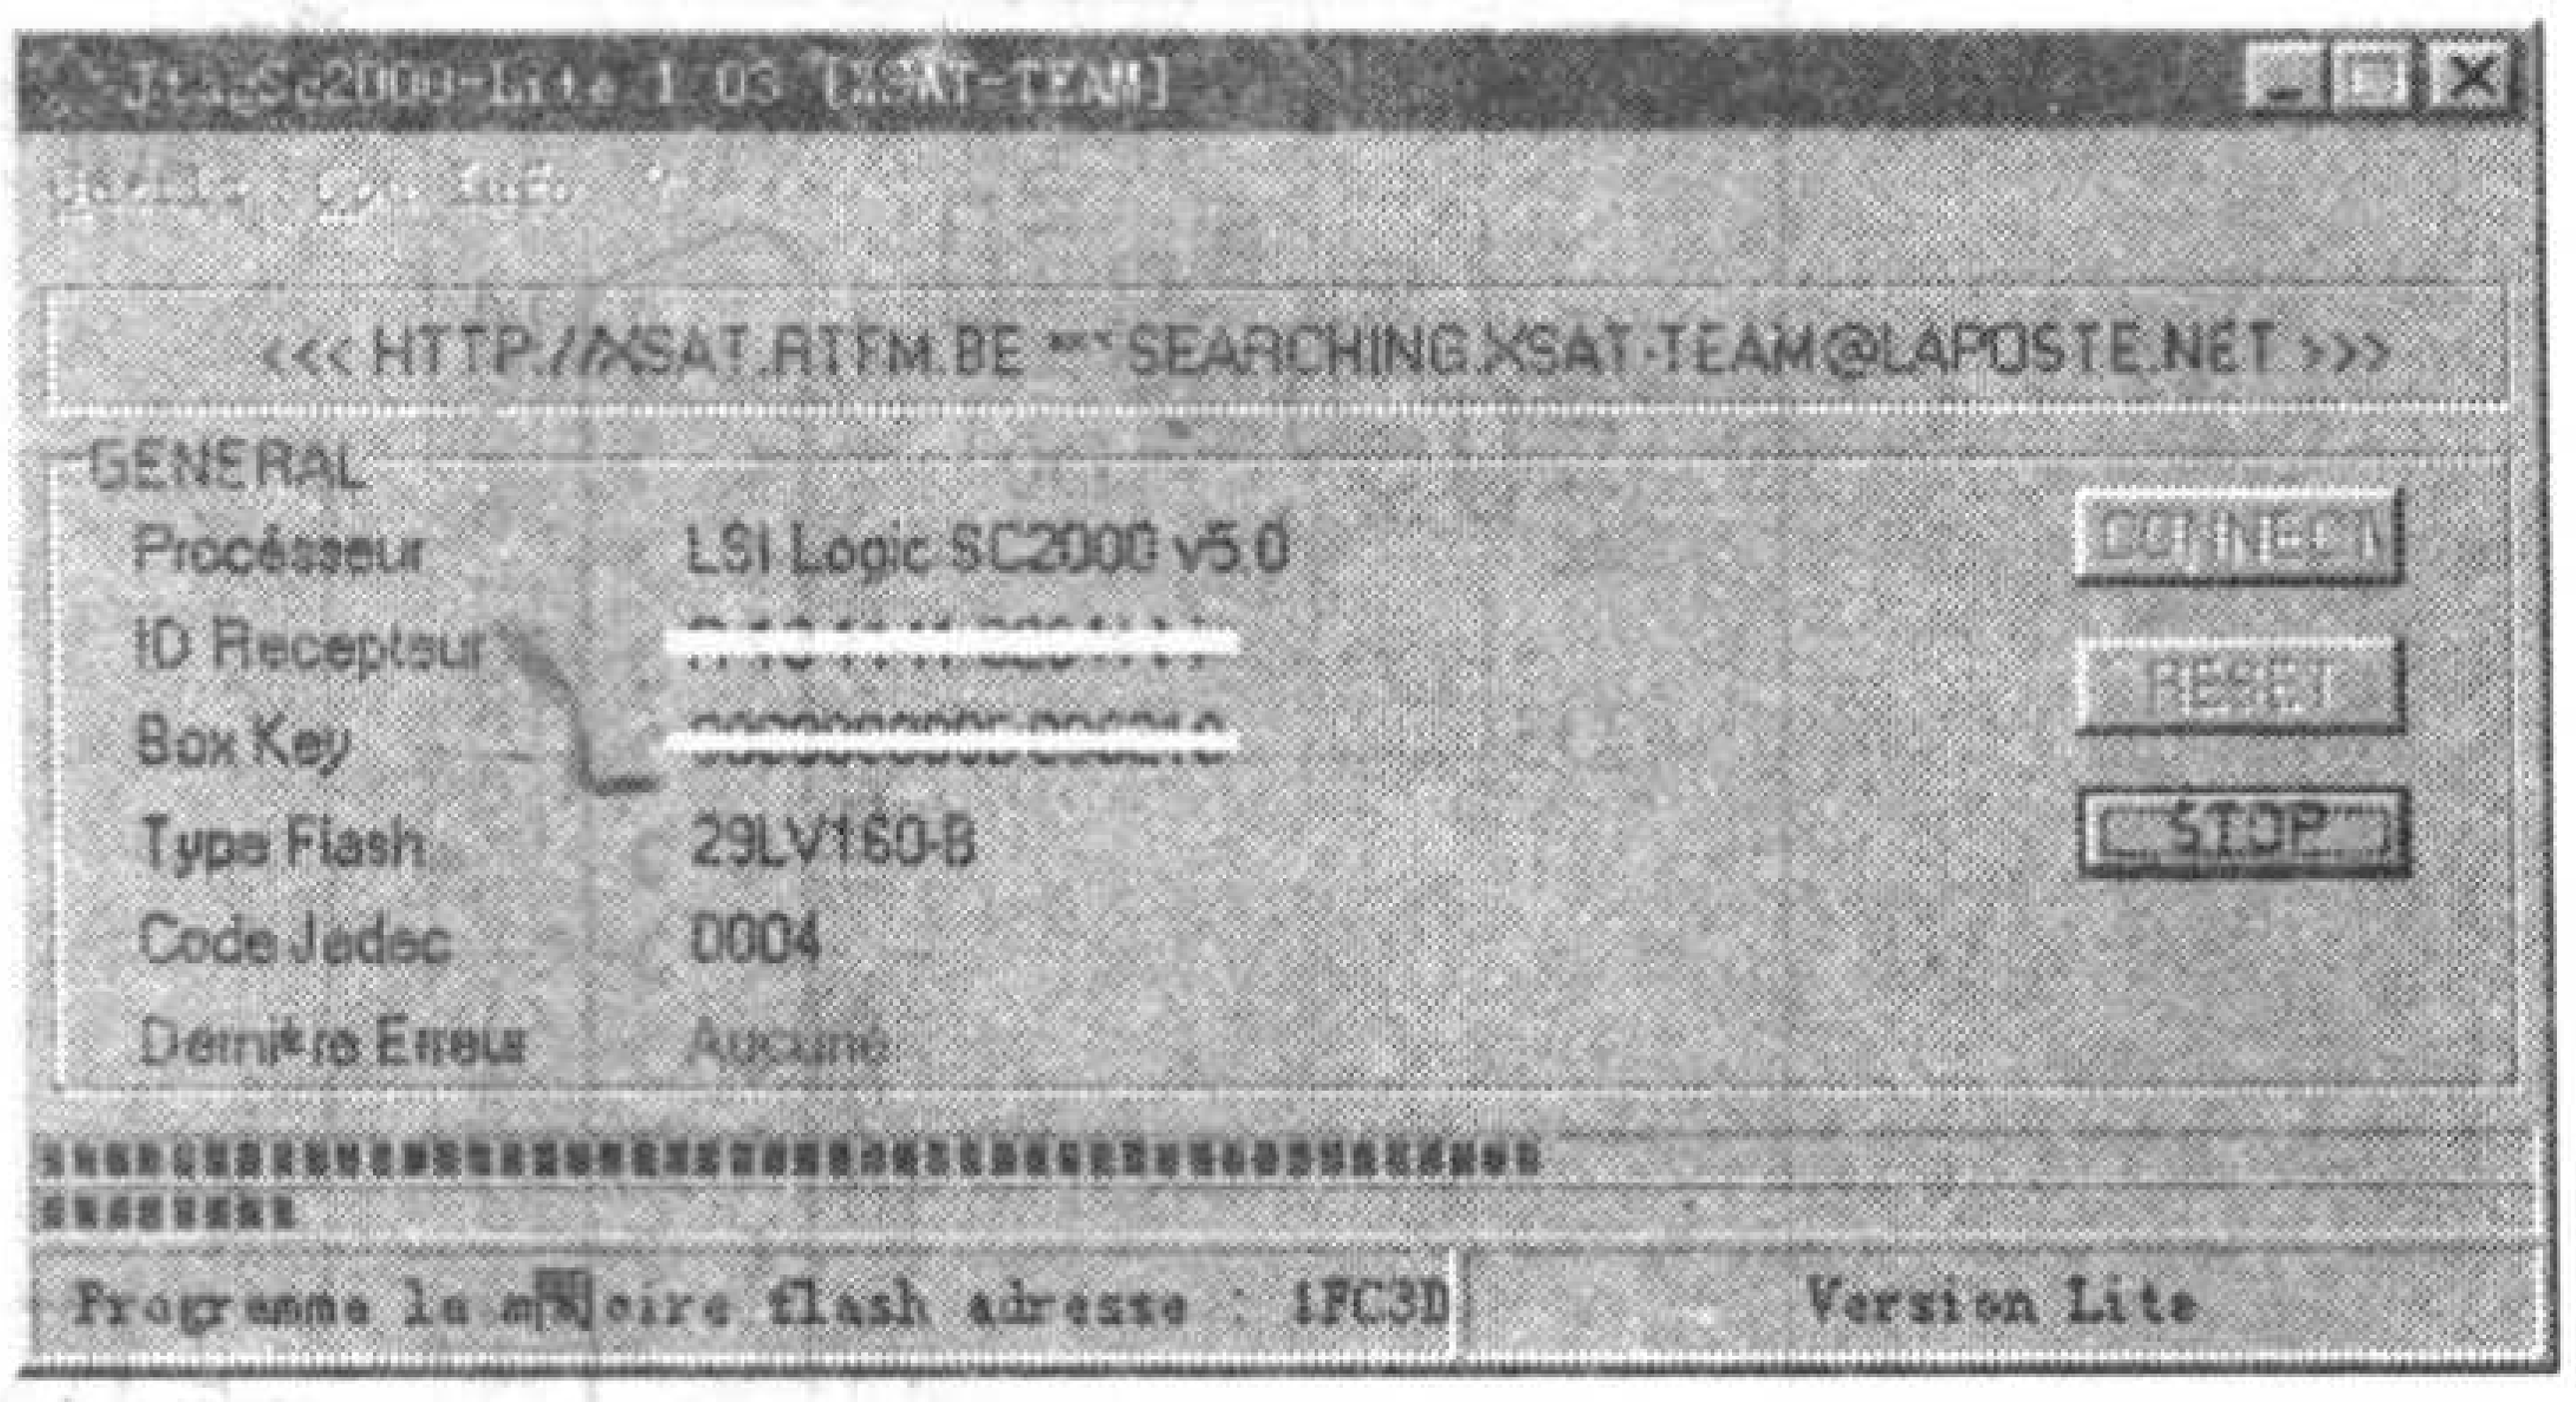

图 11
6. 电脑开始写系统文件到 FLASH 芯片中,界面下面为刷写进度条(见图 11),在刷写过程中,机器面板的数码管会显示 JTAG 字符。